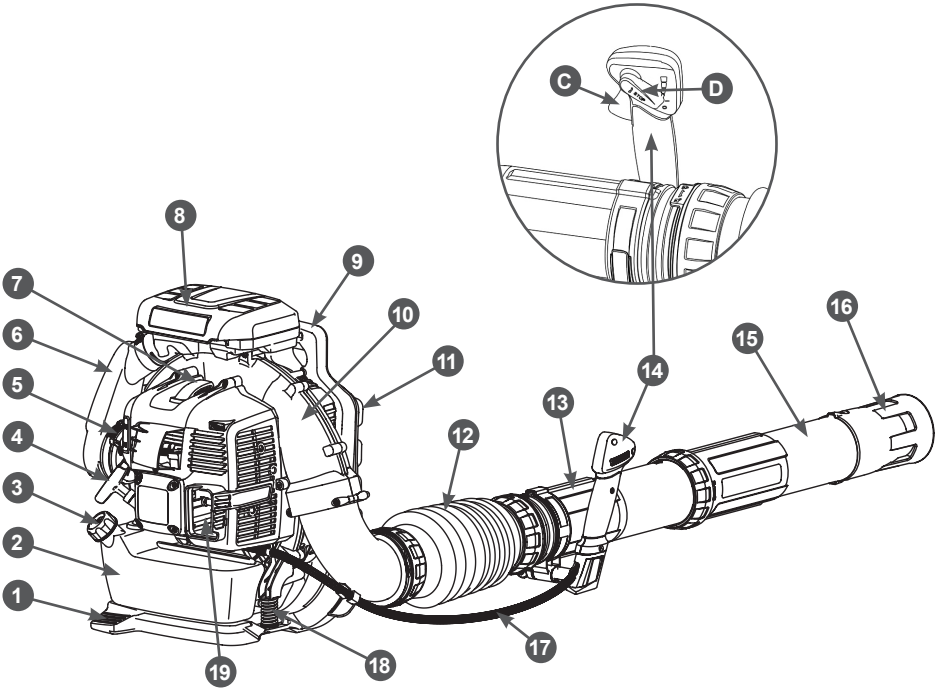

Рис. 1. Основные узлы и органы управления
Расположение основных узлов и органов управления воздуходувки представлено на Рис. 1.
7. При работе зимой или при сильном ветре можно установить защитную вставку для спины внутрь антивибрационной накладки 11 (Рис. 1).